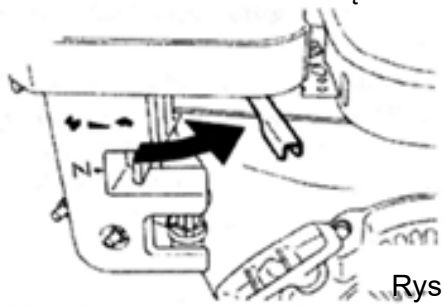

Rys. 11
1. Ustawić dźwignię regulacji prędkości obrotowej na pozycję niskich obrotów i pozostawić silnik w pracy na biegu jałowym przez 2–3 minuty przed zatrzymaniem. (Rys. 11)